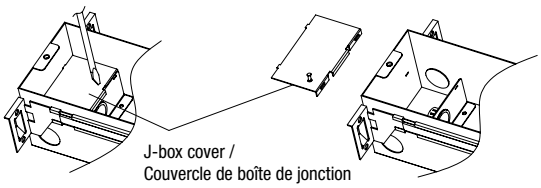

Fig. 3
4. Pry off the J-box cover by flat screw driver, punch out appropriate hole for AC wires feeding in (see Fig.3).
4. Soulevez le couvercle du boîtier de dérivation à l'aide d'un tournevis plat, puis percez un trou adapté pour le passage des fils d'alimentation CA (voir fig. 3).